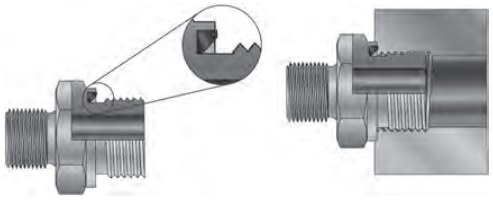
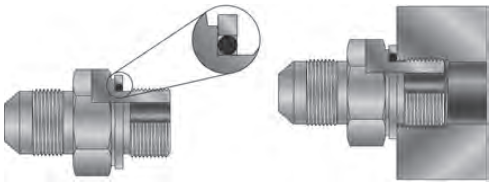
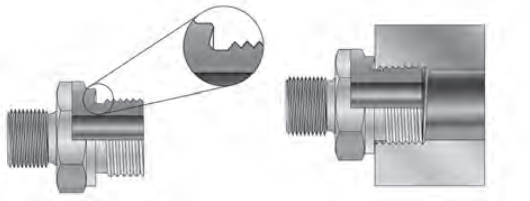
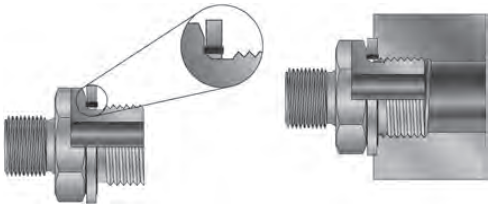

Fig. R2 – EOlastic Seal, Type E
Fig. R3 – O-Ring with Retaining Ring, Types G & H
Fig. R4 – Cutting Face, Type B
Fig. R5 – Bonded Seal
With the BSPP and metric flat face port ends, the sealing actually takes place on the top surface (spot face) of the port. Port dimensions can be found on pages S34 and S35 respectively. There are several sealing methods available for these ports. Port studs with type "E" sealing utilize Parker's EOlastic seal (ED) (see Fig. R2) and are recommended for higher pressures than the other types. Types "G" and "H" use an O-ring that is supported on the outside by a removable retaining ring (see Fig. R3). Type B (cutting face) is designed with a relatively sharp ridge of material that seals by coining the flat face of the female port (see Fig. R4). A fourth sealing method uses a bonded seal which consists of a metal ring with an elastomer bonded to the inside surface (often referred to as Dowty® seal) (see Fig. R5).